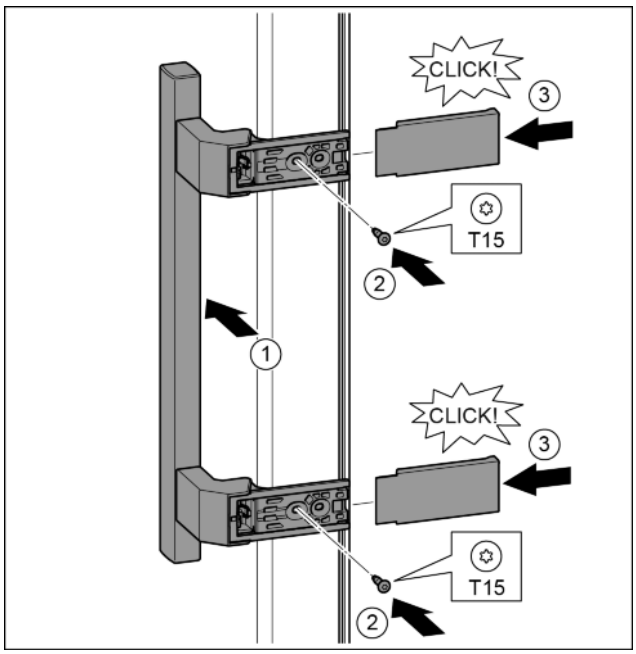

Fig. 37
▶ Griff auf der Gegenseite ansetzen. *Fig. 37 (1)*
▶ Schrauben mit Schraubendreher T15 festschrauben. *Fig. 37 (2)*
▶ Abdeckungen seitlich ansetzen und aufschieben. *Fig. 37 (3)*